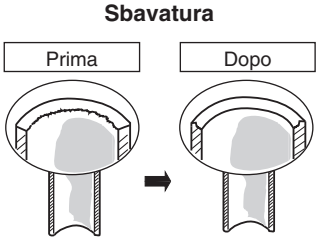

Fig. 5-1
(1) Tagliare il tubo in rame alla lunghezza desiderata con una tagliatubi. Si raccamanda di tagliare da 30 a 50 cm in più rispetto alla lunghezza stimata del tubo.
(2) Rimuovere le bave alla fine del tubo di rame svasato con un alesatore o una lima. Questo processo è importante e deve essere fatto con la massima cura. Fare attenzione ad impedire a contaminanti (umidità, sporco, trucioli di metallo) di entrare nei tubi. (Fig. 5-1 e 5-2).